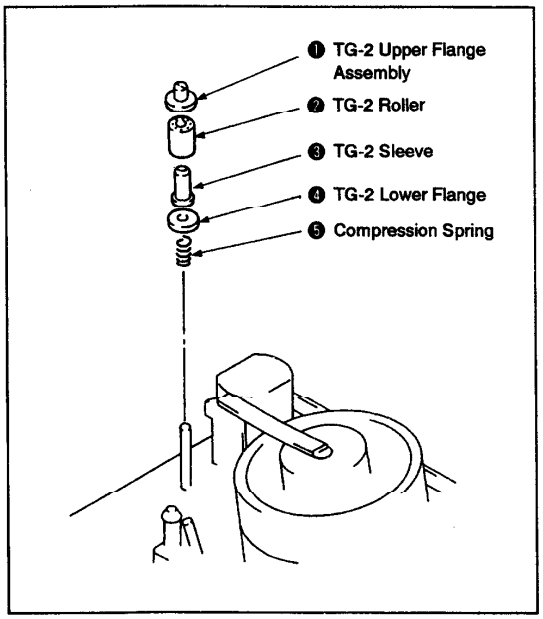

Fig. 3-9.
1. Removal (See Fig. 3-9.)
2. Installation (See Fig. 3-9.)